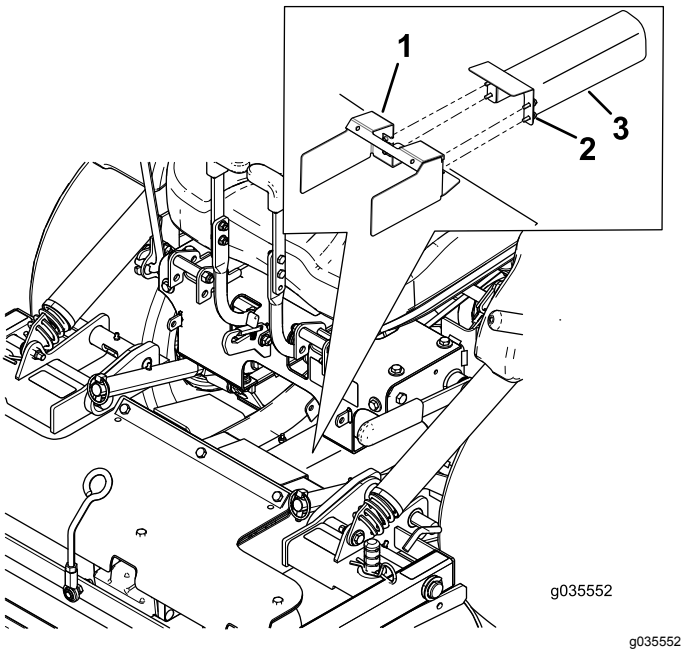

Figura 10
4. Desaperte os parafusos e remova as proteções metálicas como se mostra na Figura 10.
2. Instale as proteções metálicas e os parafusos como se mostra na Figura 10.